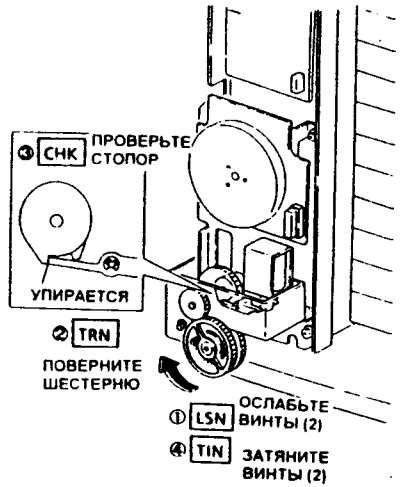

Рис. 3 MV1-626(1)
2. (Рис. 3): Ослабьте винт нижней шестерни узла индексирования, поверните его по часовой стрелке (если смотреть сзади) и закрепите, когда тяга соленоида будет в контакте со стопором пружинной муфты.